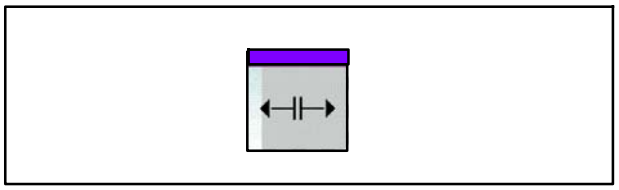

Fig. 191 Touche Ouvrir les genouillères
4. Appuyer sur la touche Ouvrir les genouillères (Fig. 191) pour ouvrir les genouillères et déverrouiller les arbres à friction